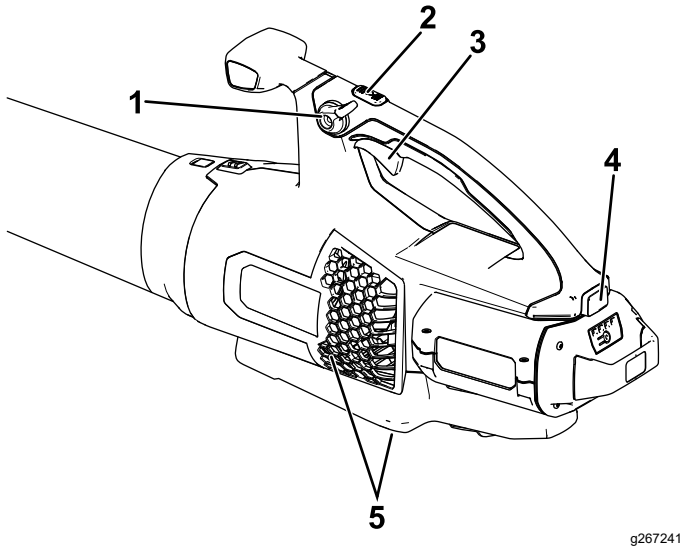

**Figura 8**
4. Para arrancar el soplador, apriete el gatillo de velocidad variable (Figura 8).
**Nota:** Active el bloqueo de velocidad para mantener la máquina encendida sin tener que apretar el gatillo de velocidad variable (Figura 8).
Para obtener el máximo rendimiento (velocidad de aire), mantenga pulsado el botón de potencia turbo durante el tiempo deseado (Figura 8).
Para ajustar la velocidad del aire mientra sopla, utilice el gatillo de velocidad variable (Figura 8).
Para mantener la velocidad actual del aire, active el bloqueo de velocidad (Figura 8).
Para apagar el soplador, desactive el bloqueo de velocidad (si lo está usando) y suelte el gatillo de velocidad variable (Figura 8).